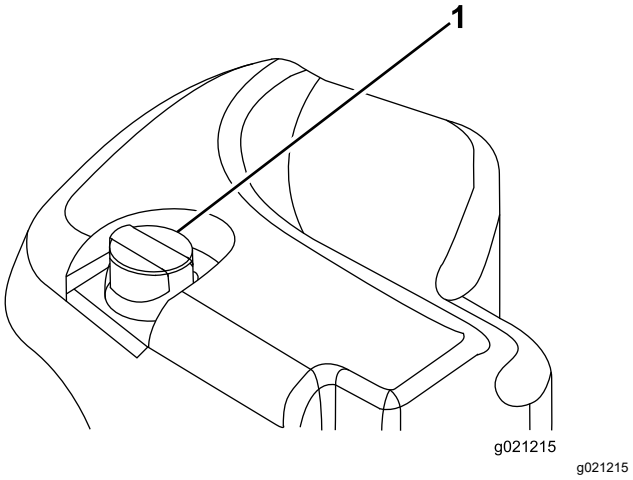

Rysunek 67
2. Oczyść okolicę szyjki wlewu i korka zbiornika hydraulicznego (Rysunek 67).